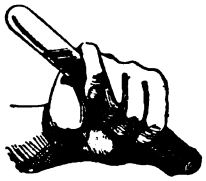

Fig. 45.
3. To 4 or 5^{cc} of indigo sol. in a small t.t. add a very little euchlorin, drop by drop, noting any change, and when that takes place at the top, invert the tube (Fig. 45). Describe and explain.